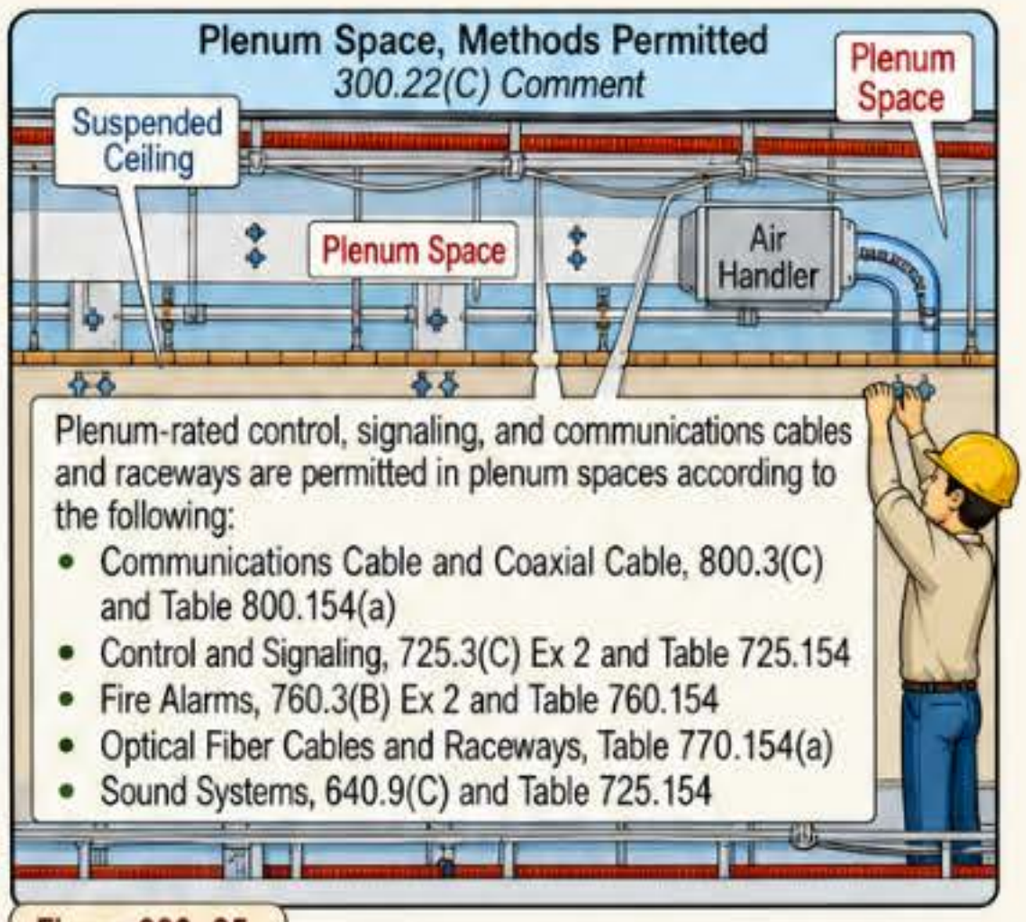

Figure 300–95
(a) Metal Cable Tray Systems. Metal cable tray systems can be installed to support the wiring methods and equipment permitted to be installed in a plenum space. Figure 300–96
(3) Equipment. Electrical equipment with a metal enclosure or a nonmetallic enclosure listed for use in an air-handling space can be installed in a plenum space. Figure 300–97